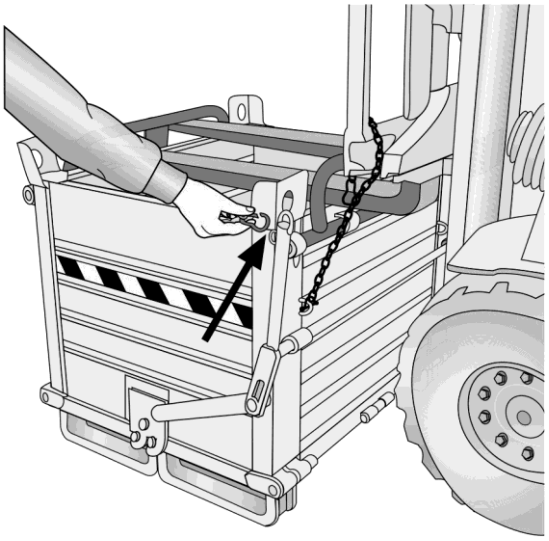

Bild 6.2.4
• 6.2.5 Entfernen Sie den Sicherheits-Federclip vom Auslösehebel der Böden **(Bild 6.2.4)**.